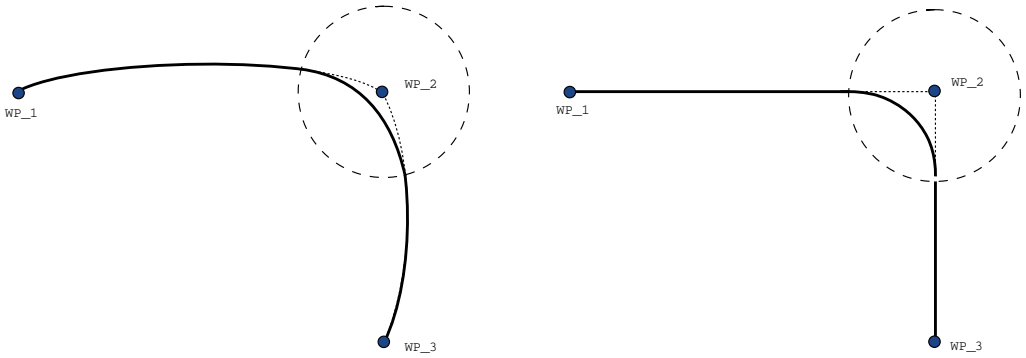

图 15.6: 关节空间 (MoveJ) 与笛卡尔空间 (MoveL) 移动和交融。
- **涉及 MoveJ 的交融** MoveJ 交融在关节区生成一条平滑的曲线。这适用于从 MoveJ 到 MoveJ、MoveJ 到 MoveL 和 MoveL 到 MoveJ 的交融。与没有交融的运动相比，交融产生更加平滑和更快的轨迹（见图 15.6）。如果使用速度和加速度来指定速度曲线，则在交融